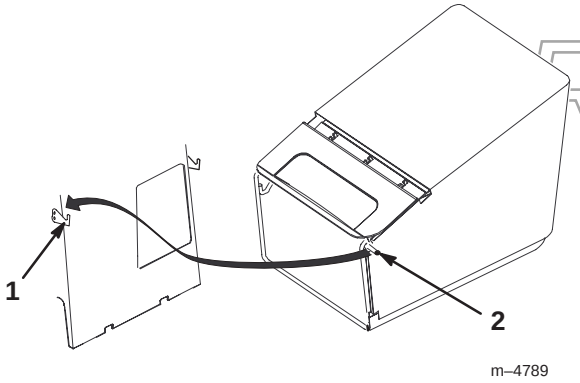

Figur 17
5. Häng upp gräsuppsamlarens rampiggar i krokarna enligt figur 17.
4. Lyft av gräsuppsamlarens rampiggar från krokarna och öppningen enligt figur 17.